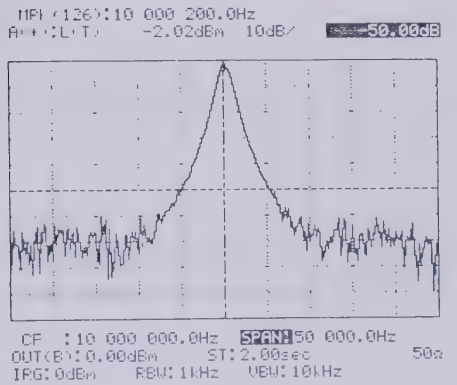
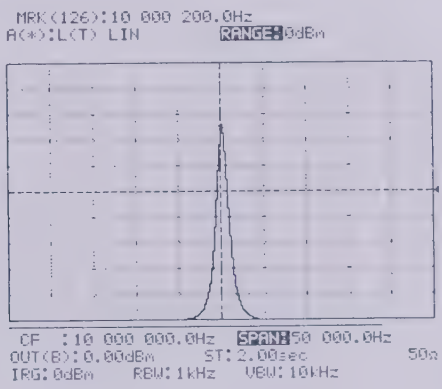
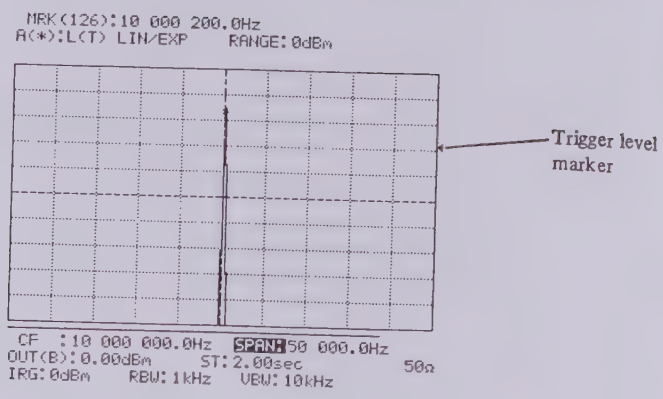

Fig. 3-37 Logarithmic Display
Fig. 3-38 Linear Display
Fig. 3-39 Linear Expanded Display
Figure 3-37 shows a logarithmic display when measuring a signal in L(R), L(T), S(R) or S(T).
Figure 3-38 shows the waveform displayed on the screen when the LIN lamp is turned on under the same conditions as given above.
Figure 3-39 show the waveform displayed on the screen when the EXP lamp is turned ON under the same measuring conditions as given in Fig. 3-37. In this figure, the waveform is expanded 10 times around the trigger level marker shown in Fig. 3-38.